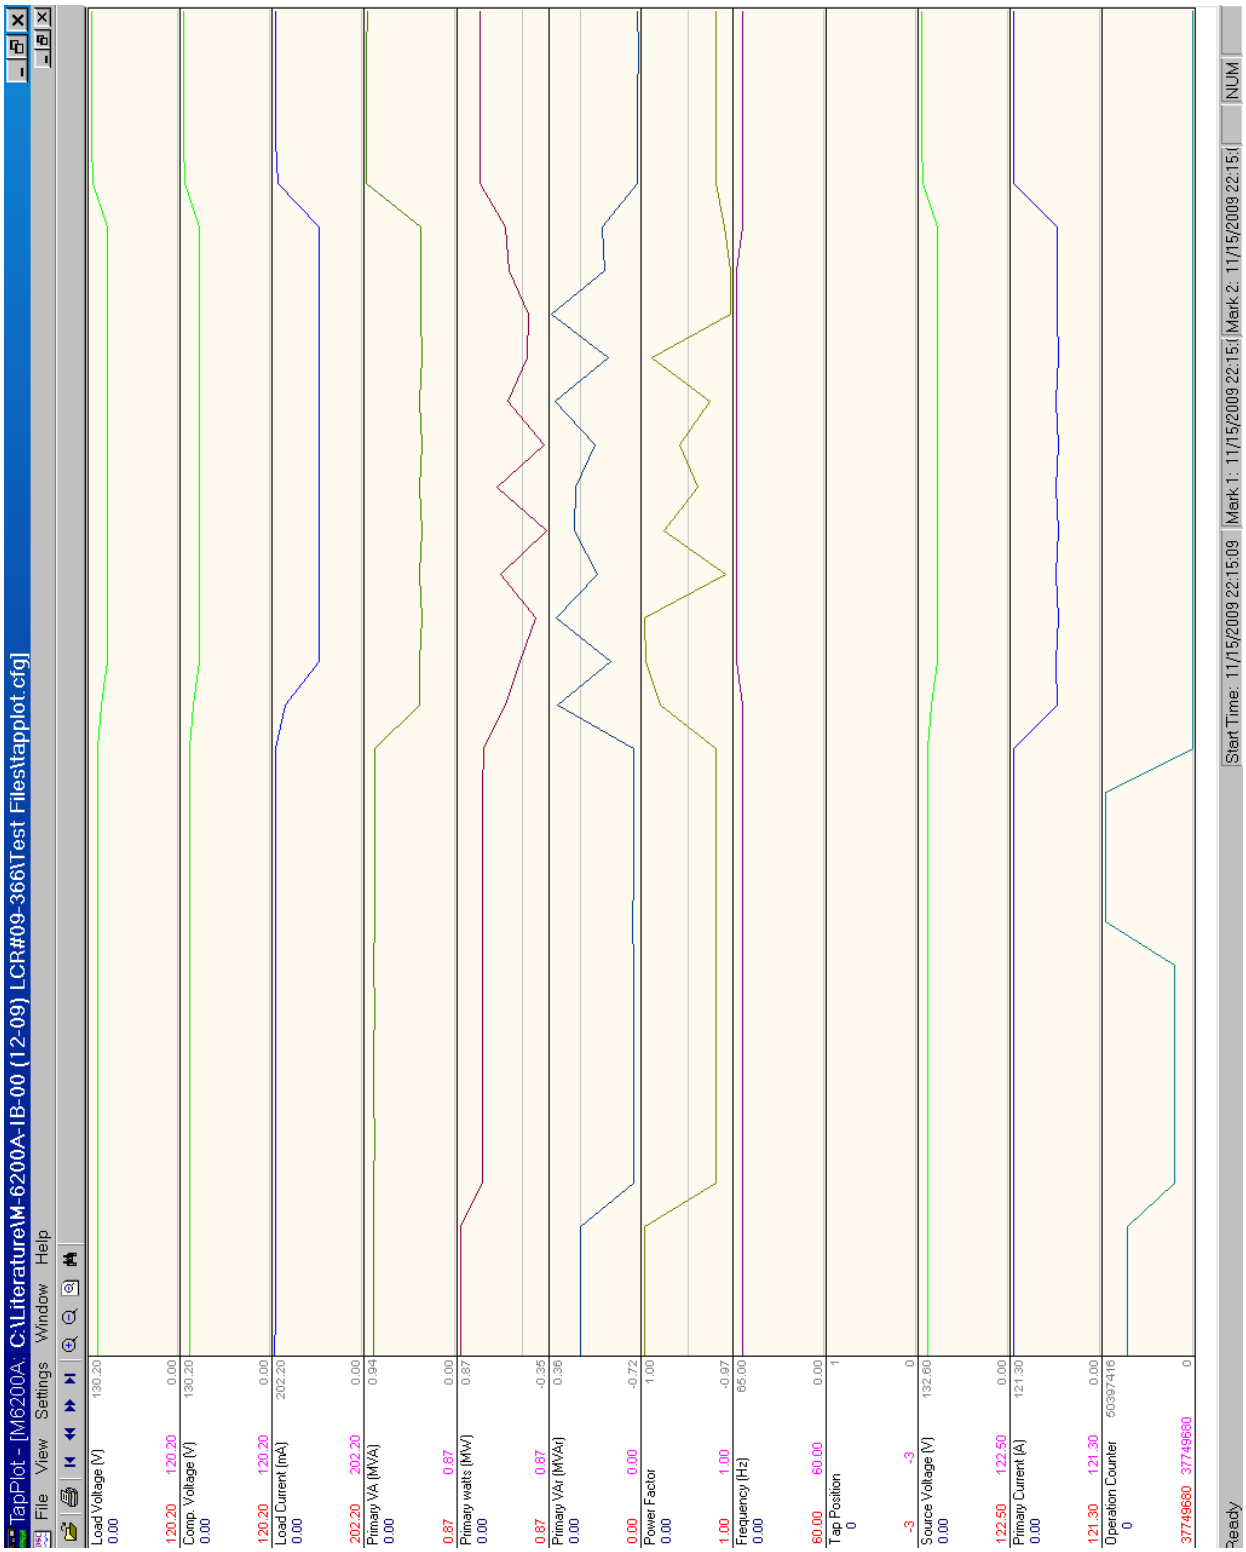

Figure 3-85 TapPlot® Window with Data Logging Data Example
3. Open the file. TapPlot should display the saved data, as shown in Figures 3-85 and 3-86.